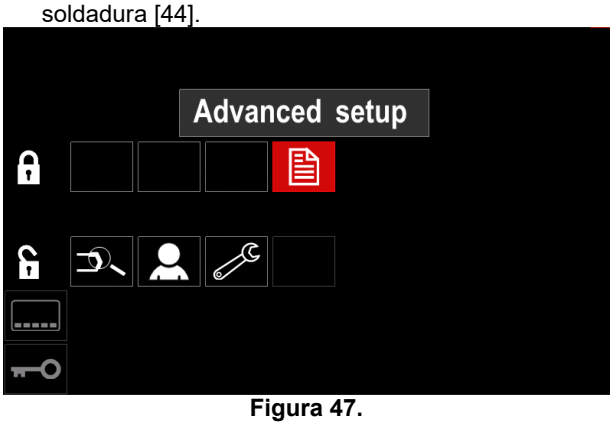

Figura 47.
- Presione la perilla derecha [36]. El icono del parámetro seleccionado desaparecerá de la parte inferior de la pantalla (Figura 47). Este parámetro también desaparece de la barra de parámetros de soldadura [44].